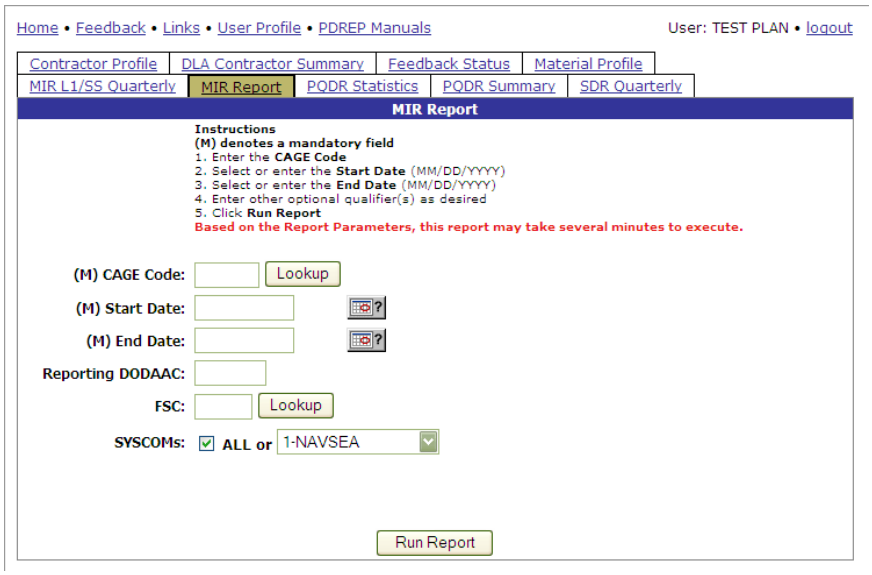

Figure 6.6
a. To run the MIR Report, click on the MIR Report tab (Figure 6.6).